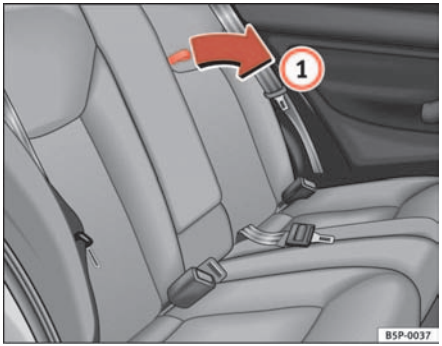

Fig. 107 Opening the rear drinks holders
– To open, pull the loop in the direction of the arrow ⇒ page 138, fig. 107 (1).